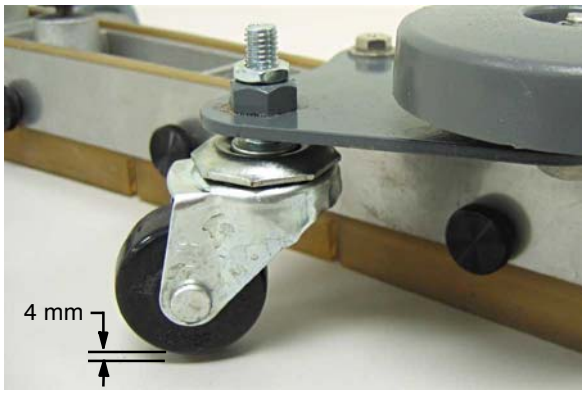

AFB. 6
6. Om de buigingsgraad van de bladen aan te passen plaatst u de vloerwissereenheid op een vlakke ondergrond en stelt u de casters af zoals aangegeven (afbeelding 6).